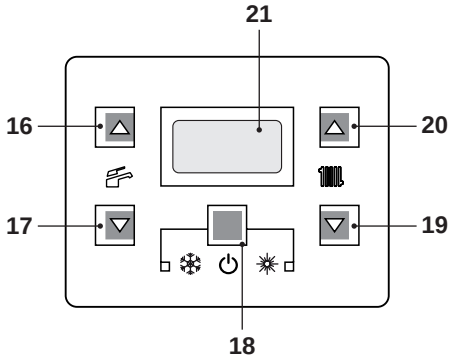
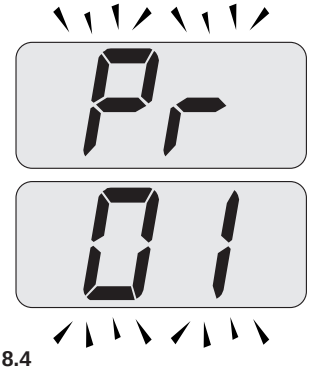
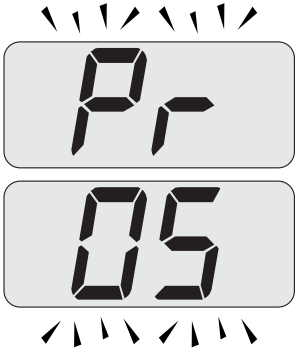

Figura 8.3
Figura 8.4
Figura 8.5
- Entrare in "modalità programmazione" premendo contemporaneamente per 10 secondi i tasti 18 - 19 - 20 (Figura 8.3) fino a far apparire sul display LCD le lettere **Pr** che si alternano con il codice **01**, indicanti l'entrata nel "parametro 01" (Figura 8.4).
- Scorrere i vari parametri utilizzando i tasti 19 o 20 fino a far apparire sul display LCD le lettere **Pr** che si alternano con il codice **05**, indicanti l'entrata nel "parametro 05" (Figura 8.5).
- Premere contemporaneamente i tasti 18 e 20 (Figura 8.3) fino a far apparire sul display LCD il valore del parametro 05 (00=G20) (Figura 8.6).
- Premendo il tasto 18 (Figura 8.3) si ottiene la conferma del valore inserito.
- Premendo contemporaneamente i tasti 18 e 19 (Figura 8.3) si esce senza modificare il valore (ritorno alla lista parametri Figura 8.5)
- Premendo contemporaneamente per 10 secondi i tasti 18 - 19 - 20 (Figura 8.3) si esce dalla "modalità programmazione".